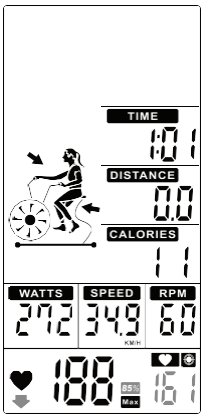

Figure 48
5. When Heart Rate exceeds to 85%, ⬇& 85% & value will flash. And buzzer sounds in every 10s until user HR goes below 85% (Figure 48).